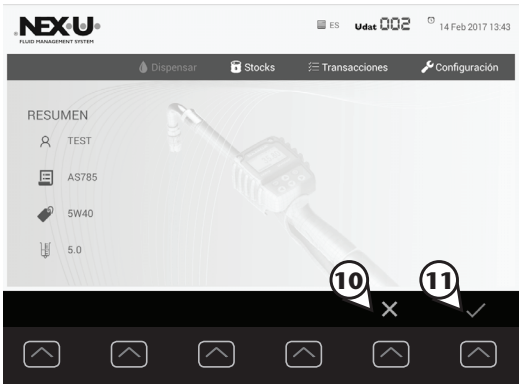

Fig. 17
Finally, a summary screen that presents all the data entered in the 4 previous steps is displayed on the screen **(figure 17)**. If any of these parameters need to be modified press the cancel key (10), and if they are correct press the confirmation key (11) to start the dispensing.